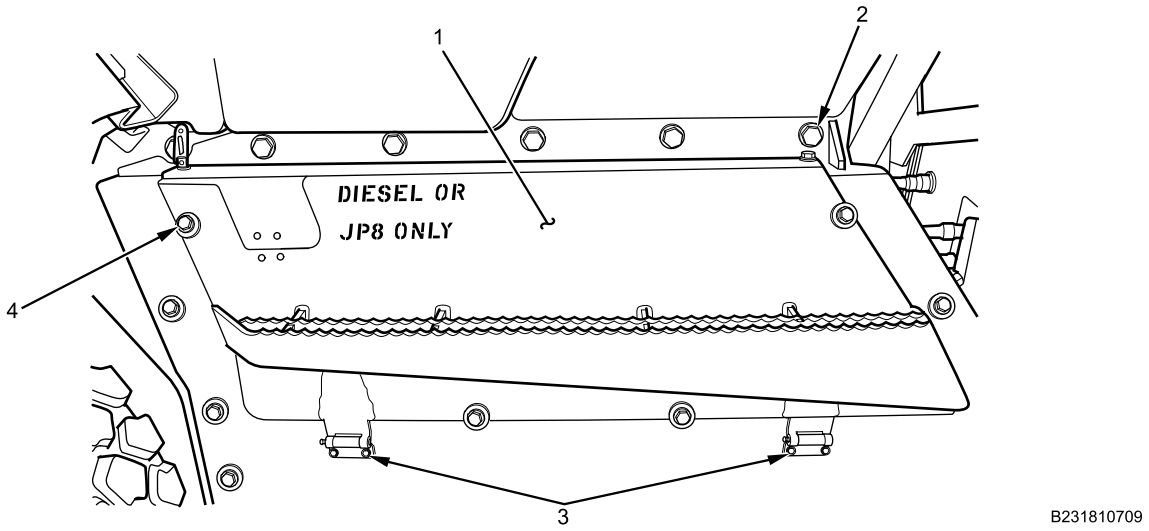

Figure 2. Exterior Fuel Tank Armor Door.
3. Remove rear cab body bolt (Figure 2, Item 2) from cab.
4. Remove five bolts and washers (Figure 2, Item 4) from exterior fuel tank armor door (Figure 2, Item 1).
5. With assistant, remove four hinge bolts (Figure 2, Item 3) from fuel tank armor door hinges, and remove exterior fuel tank armor door (Figure 2, Item 1).